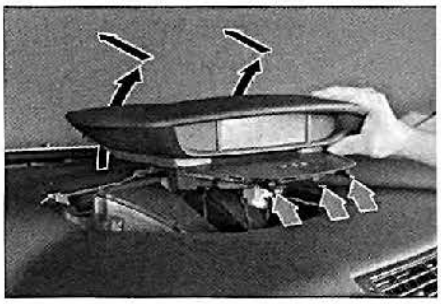

FIG. 38
• Desmontar el cuadro de instrumentos centra desengrapándolo primero por el lado parabrisas y empujándolo para separar las 3 lengüetas de sujeción (flechas verdes) **(fig. 38).**